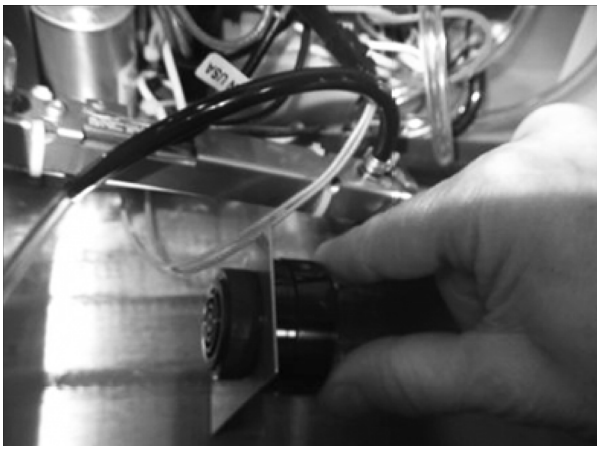

Figure 15.
15. Refer to Figure 15 for the wiring of the buzzer circuit.